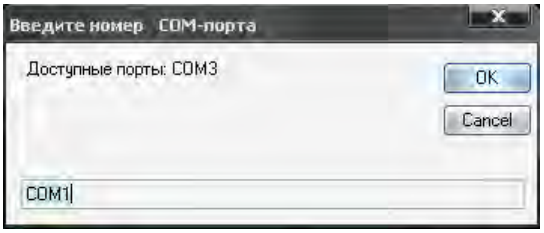

Рис.19
4) выбрать в появившемся окне номер COM-порта из списка доступных портов (рис.19);